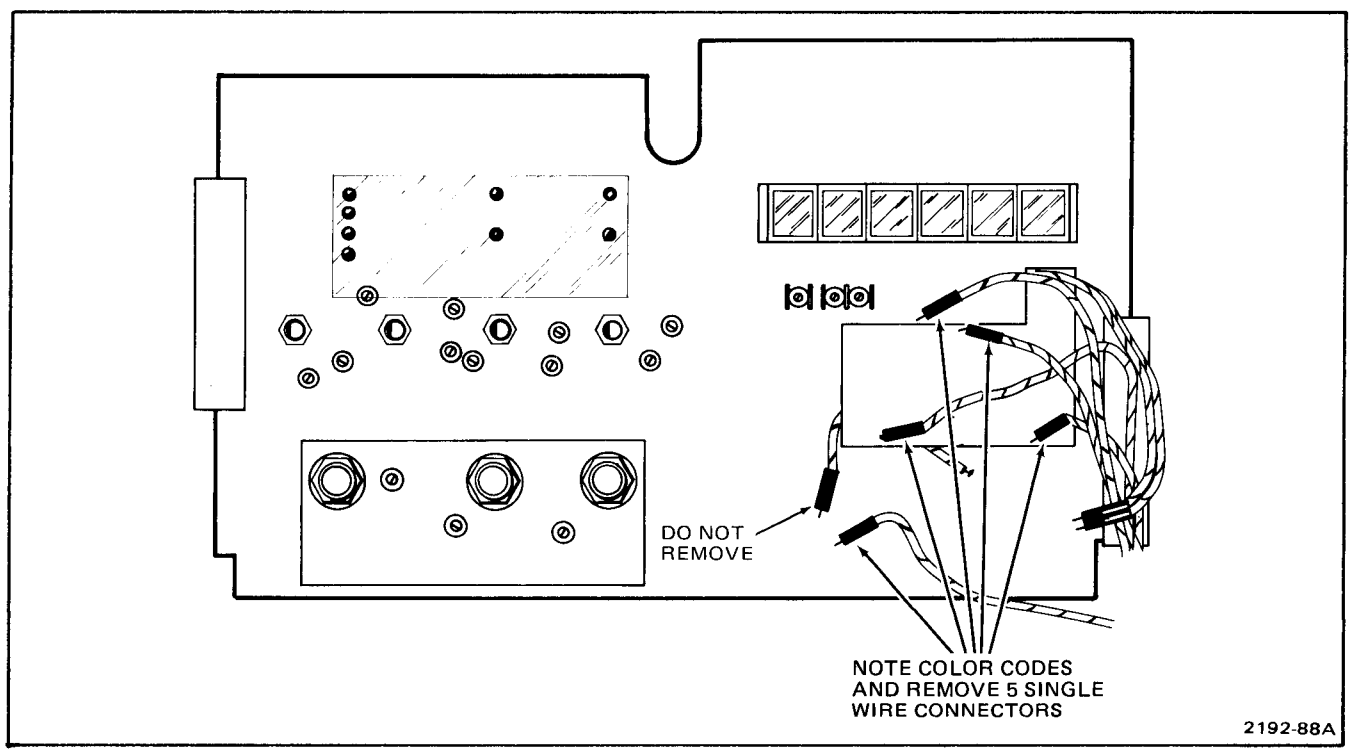

Fig. 5-9. DMM Board removal.
6. Note color codes on Fig. 5-9 and remove five single-wire connectors from around FUNCTION switch (see Fig. 5-9).